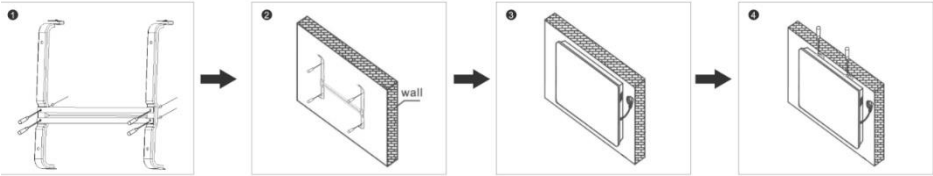

Рис.2 Установка на стену
3. Закрепите кронштейн на стене с помощью крепежа, входящего в комплект поставки. Просверлите отверстия необходимого диаметра по меткам крепления, вставьте дюбели, приложите кронштейн и закрутите шурупы, закрепив тем самым кронштейн на стене. (**Рис.2, п.1,2**)
4. Подвесьте прибор на кронштейн, совместив кронштейн и отверстия в задней панели прибора. (**Рис.2, п.3**)
5. Затяните винты на верхней части кронштейна, чтобы зафиксировать конвектор. (**Рис.2, п.4**)